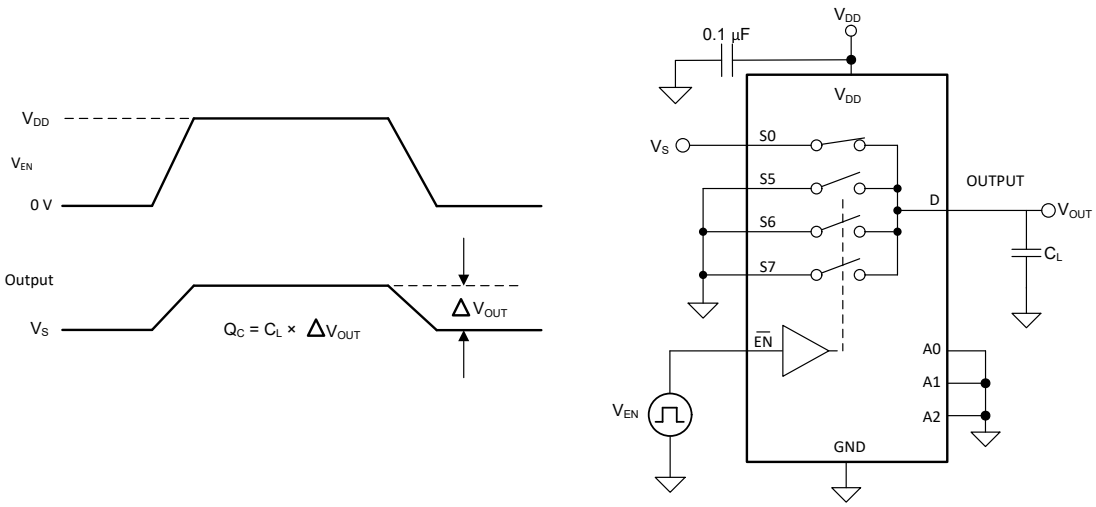

**Figure 7-8. Charge-Injection Measurement Setup**
Any mismatch in capacitance between the NMOS and PMOS transistors results in a charge injected into the drain or source during the falling or rising edge of the gate signal. The amount of charge injected into the source or drain of the device is known as charge injection, and is denoted by the symbol $Q_C$. Figure 7-8 shows the setup used to measure charge injection from source (Sx) to drain (D).